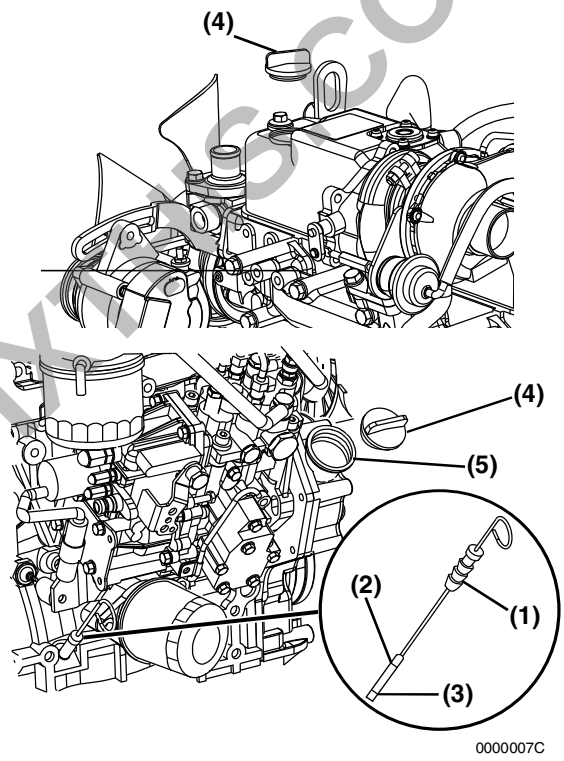

Figure 4-5
2. Remove the dipstick **(Figure 4-5, (1))** and wipe it with clean cloth.
4. Remove the dipstick. The oil level should be between the upper **(Figure 4-5, (2))** and lower **(Figure 4-5, (3))** lines on the dipstick.